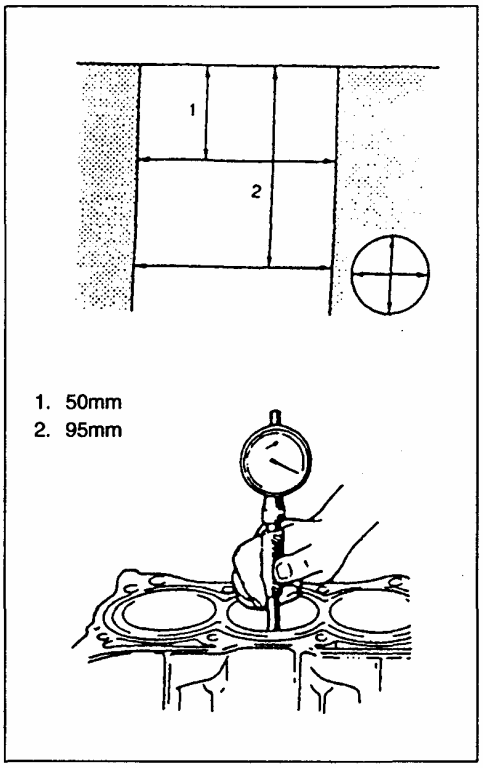

Рис. 120
- Измерьте цилиндр в двух направлениях и двух местах при помощи измерительного прибора как показано на рисунке (Рис. 120). При обнаружении любой из следующих ситуаций, цилиндр необходимо проточить: